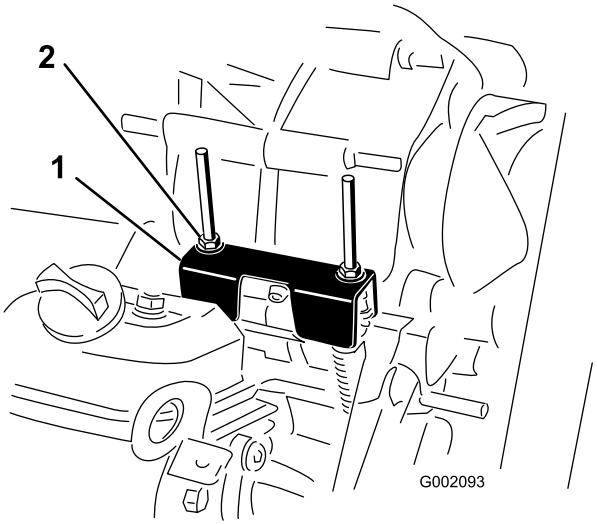

Rysunek 59
Podczas wykonywania rutynowych prac konserwacyjnych i/lub diagnostyki silnika skrzynia biegów musi być na biegu neutralnym (Rysunek 59). Neutralna pozycja wybieraka zmiany biegów pojazdu odpowiada neutralnemu przełożeniu skrzyni biegów. Poniższe kroki pozwalają upewnić się, że ustawienie wybieraka w położeniu neutralnym załącza bieg neutralny skrzyni biegów:
2. Upewnij się, że wspornik biegu neutralnego znajduje się w pozycji NEUTRALNEJ (na tym samym poziomie co wspornik montażowy linki poniżej wspornika zmiany przełożeń), w razie potrzeby przekręć sprzęgło napędzane (Rysunek 59).
3. Dokręć jedną z nakrętek zabezpieczających (Rysunek 59), aby uzyskać odstęp równy 0,76–1,52 mm.